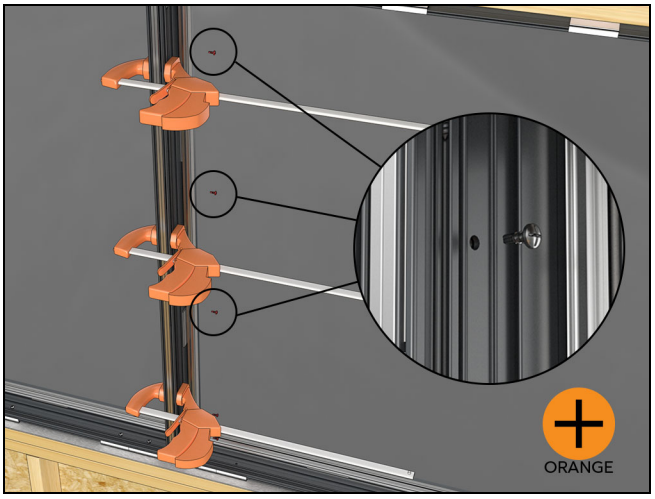

Figure 67
2. Fasten at each pre-drilled hole location with the #8 x 7/16" Phillips head self drilling screws provided. See Figure 67.